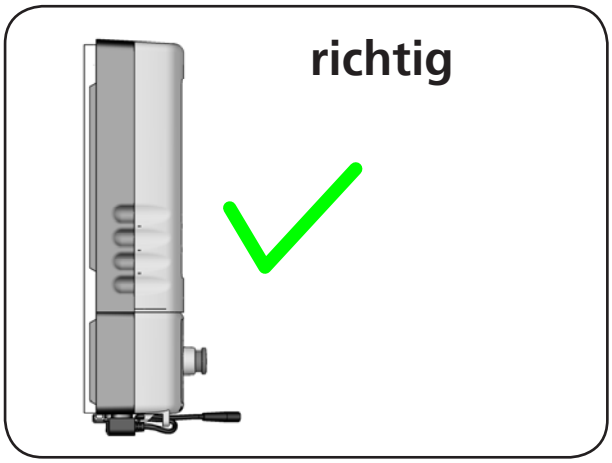

Abbildung 39
3. Zum Einsetzen verfahren Sie in der umgekehrten Reihenfolge. Achten Sie darauf, dass der Entriegelungshebel in der Montageschiene einrastet und der Akku-Pack an der Montageschiene fest anliegt (Abbildung 39).